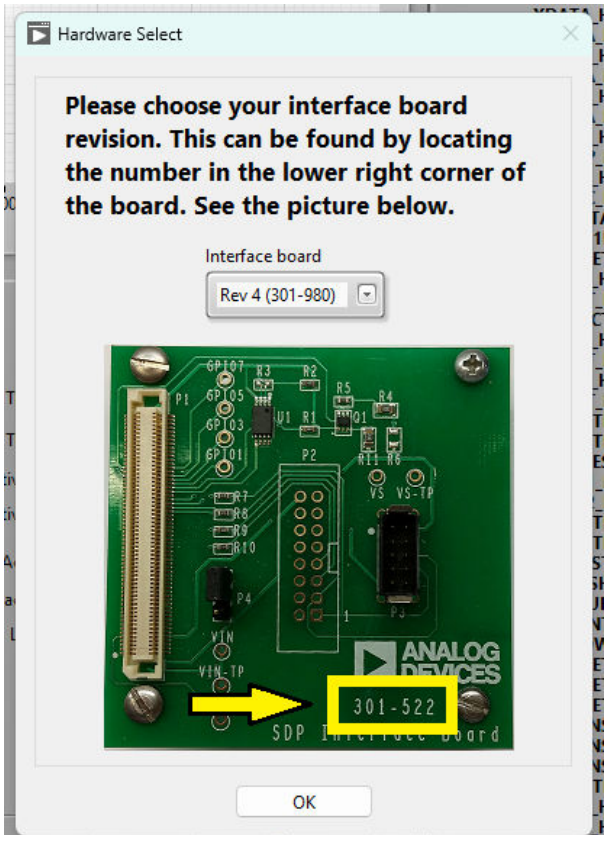

Figure 5. Hardware Select Window
2. Once the software launches, the **Hardware Select** window prompts the user to select the appropriate SDP interface board. For the EVAL-ADXL366-SDP, this is **Rev. 4**, as noted by the silkscreen in the lower right corner of the board (see Figure 5).